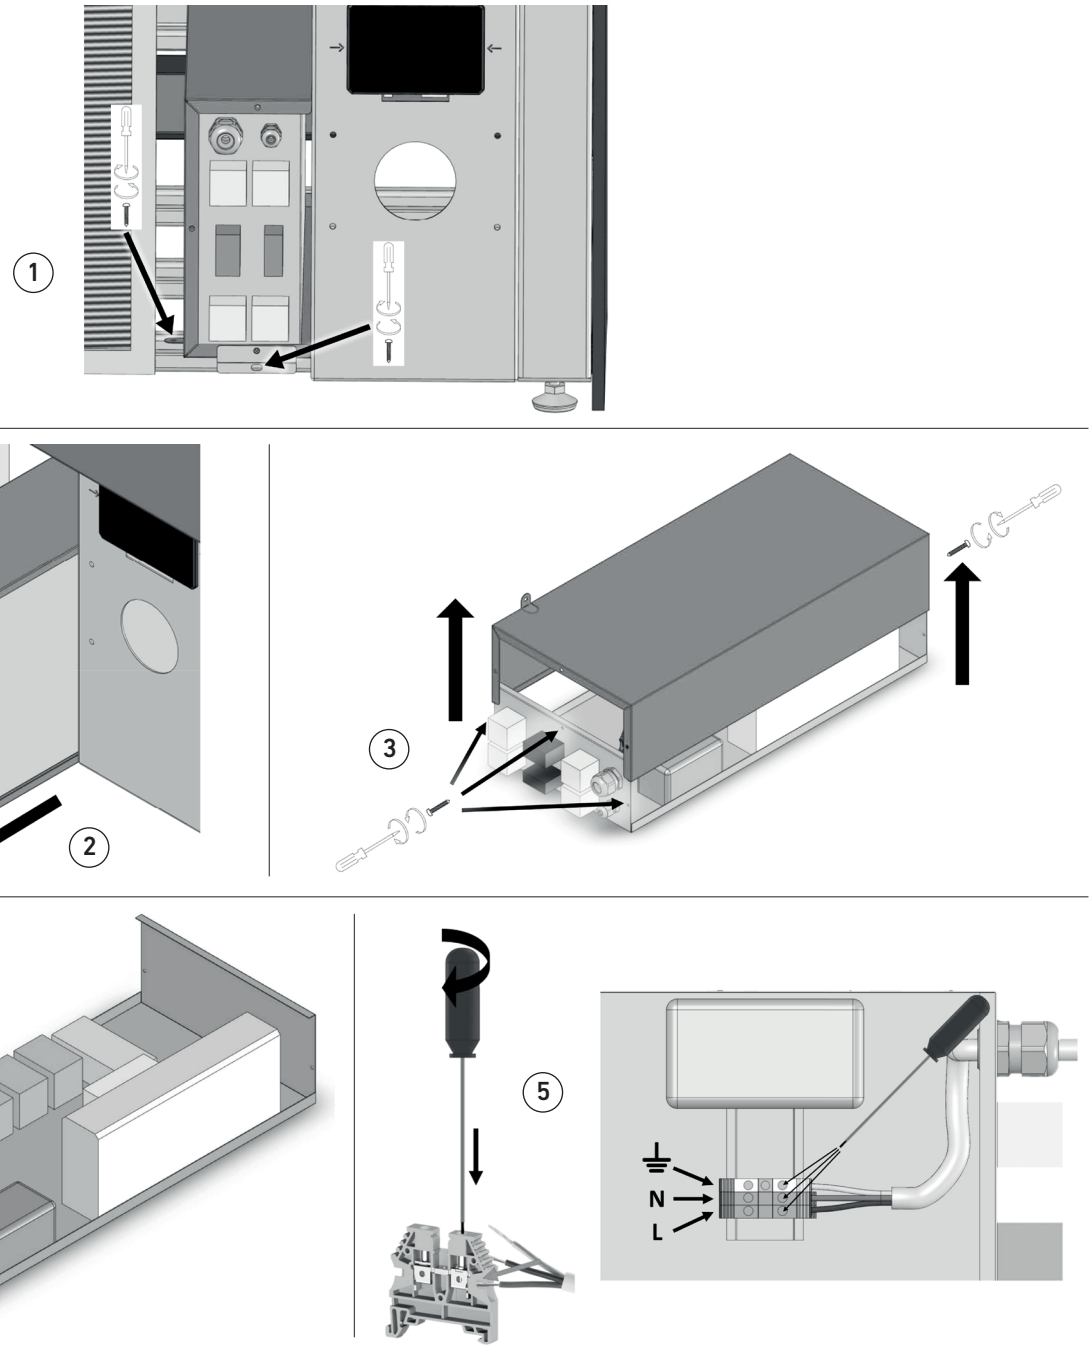

fig. 19
- Dévisser les vis de fixation indiquées sur la fig. 19 détail 1 (sur certains modèles, il n'y a que la vis à gauche de l'image) ;
- Retirer la base électrique en la faisant glisser dans la glissière prévue à cet effet (Fig. 19 détail 2) ;
- Retirer les vis de fixation de la couverture de la base (Fig. 19 détail 3) ;
- Munissez-vous d'un câble électrique de taille appropriée pour l'équipement., en l'insérant dans le presse-étoupe indiqué sur la fig. 19 détail 4 et le diriger vers les trois bornes indiquées sur la même figure ;
- Connecter les câbles électriques aux trois bornes en dénudant la phase (L), le neutre (N) et la terre (⏚) comme indiqué au deuxième point de la liste précédente et illustré sur la fig. 19 détail 1 ;
- Connecter les câbles aux borniers à l'aide d'un tournevis plat d'une longueur de lame d'environ 2,5 mm et effectuer la procédure indiquée sur la fig. 19 détail 5 en prenant soin de connecter chaque câble au bon bornier. Vérifier que les câbles soient correctement raccordés aux borniers en essayant de les tirer légèrement (si la fixation est correcte, les parties non gainées du câble ne doivent pas sortir de leur logement dans les borniers) ;